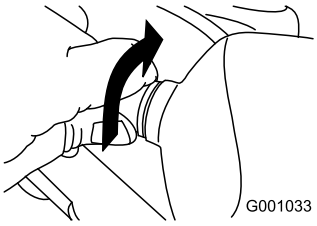

Rysunek 56
2. Przekręć podstawę żarówki do oporu w lewo (Rysunek 56).